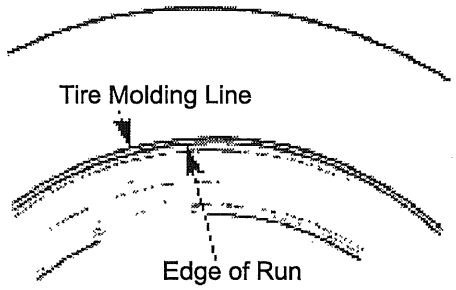

Fig. 15
18. Inspect the line molded onto the tire side walls. It must be the same distance from the rim all the way around the tire. If the distance varies it indicates that tire is not seated properly. (Fig. 15)